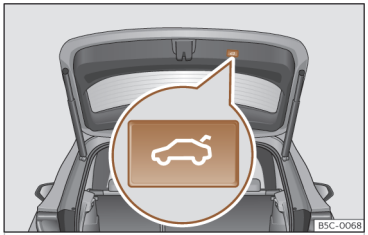

Abb. 76 Heckklappe: Taste zum Schließen der Heckklappe.
ODER: Drücken Sie die Taste in der geöffneten Heckklappe ››› **(Abb. 76)**.
- Drücken Sie kurz die Taste an der Heckklappe ››› **(Abb. 76)**, ››› ⚠ in ***Einleitung zum Thema* auf Seite 103**.
Während des Vorgangs zum Öffnen oder Schließen der Heckklappe ertönen akustische Signale. *Ausnahme:* Wenn die Gepäckraumklappe mittels Haltegriff oder Easy Open-Funktion mit einer Fußbewegung geöffnet oder mit der dafür vorgesehenen Taste geschlossen wird ››› **(Abb. 76)**.
- Drücken Sie die Taste ››› **(Abb. 76)** an der Gepäckraumklappe mindestens 3 Sekunden lang.